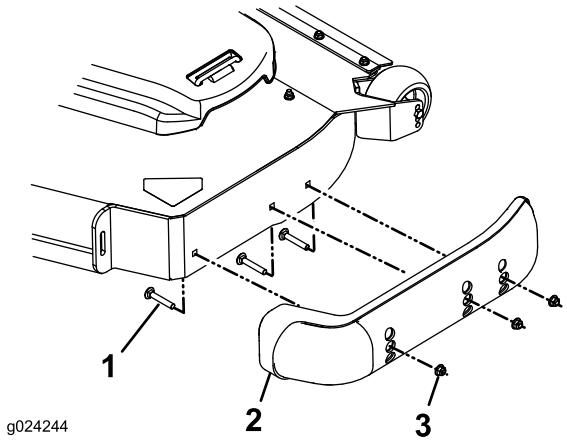

Figur 30
3. Ta bort vagnsbultarna och muttrarna från varje mede (Figur 30).